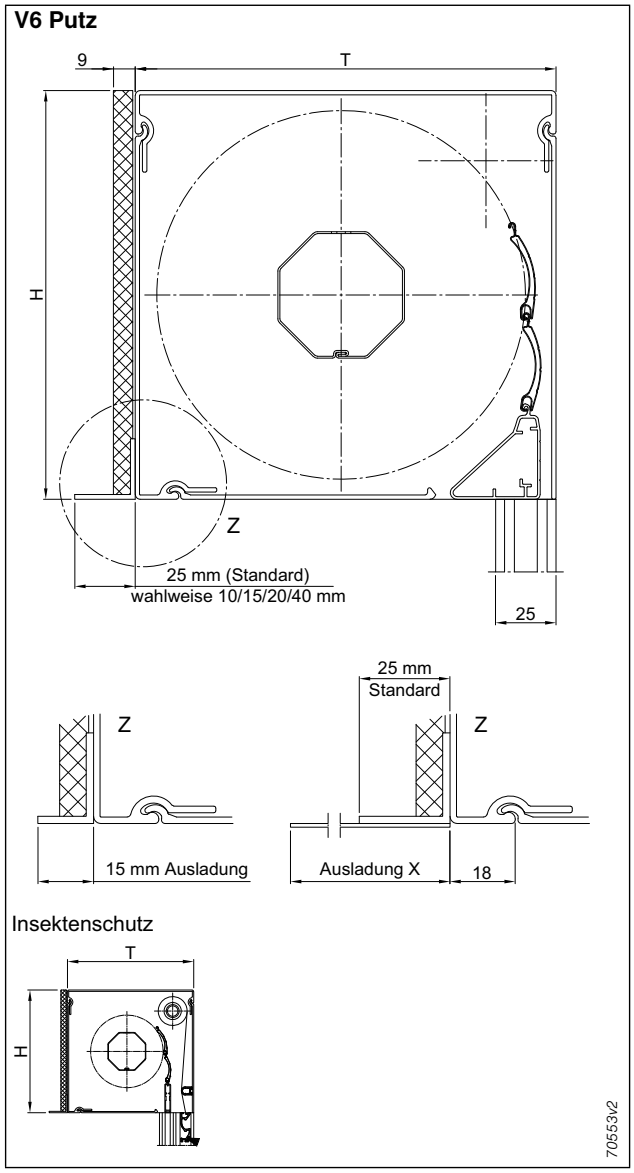

Abb. 16: Kastenabmessungen V6 Putz
- bei einem Wärmedämm-Verbundsystem (WDVS) sollte die Ausladung des Putzträgerprofils auf 15 mm (siehe Abb. 16) festgelegt werden. Bitte bei Bestellung angeben.